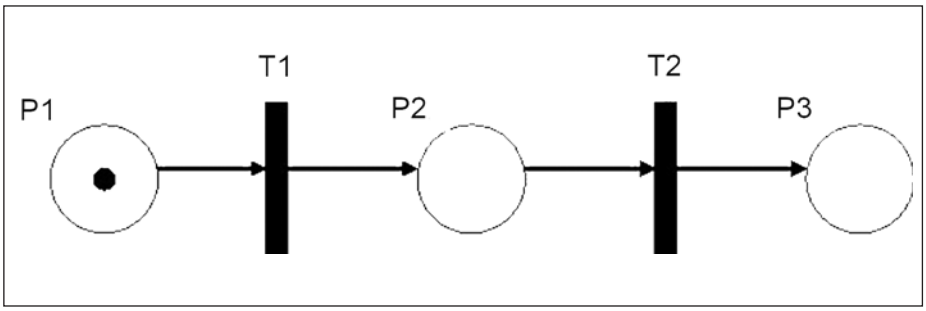

Figura 3: sequenza.
- Sequenza: due transizioni T1 e T2 si dicono in sequenza (con T1 che precede T2) se, con T1 abilitata e T2 disabilitata, T2 diviene abilitata in seguito allo scatto di T1. Un esempio di sequenza è riportato in **figura 3**.